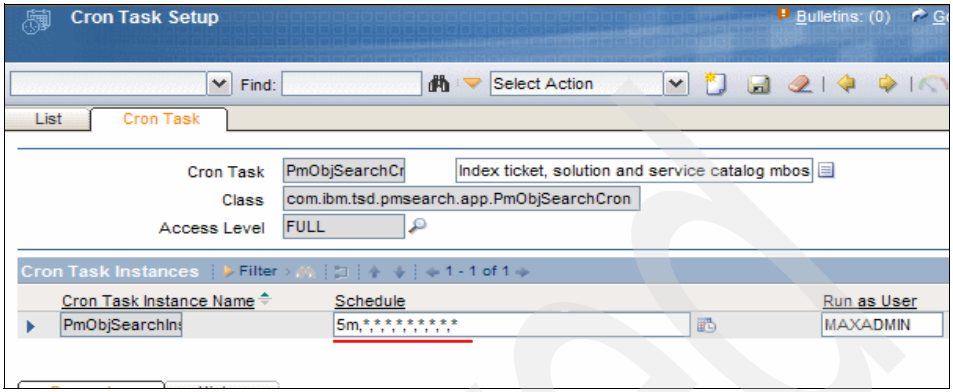

Figure 13-19 Setting time and active the cron task
3. Set PmObjSearchInstance to 5m, as shown in Figure 13-19.